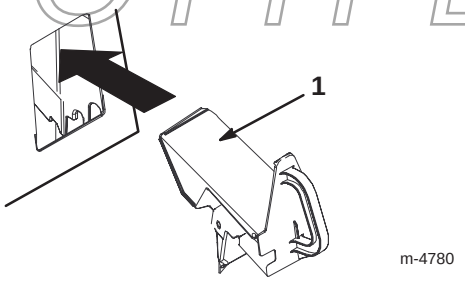

Bild 18
4. Stecken Sie den Recycler-Verschluss in die Öffnung, siehe Bild 18.